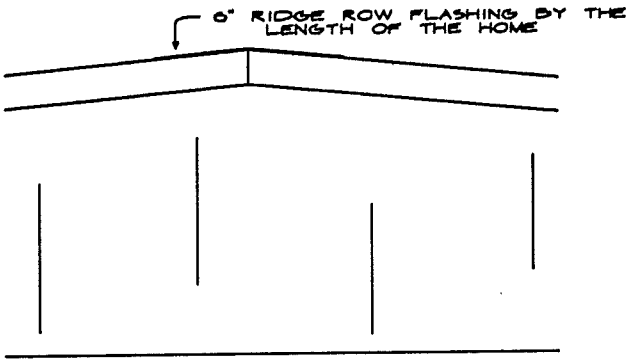

FIGURE 17
25. Secure the roof sections together at the ridge row. This is accomplished by securing a layer of Ridge Row Flashing (6" x Length of Home) evenly across the ridge of the home.(See Figure 17)